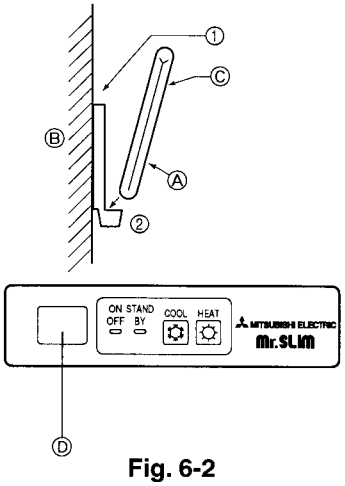

Fig. 6-2
6.2.2. Installation method (Fig. 6-2)
① Attach the remote controller holder to the desired location using two tapping screws.
② Place the lower end of the controller into the holder.